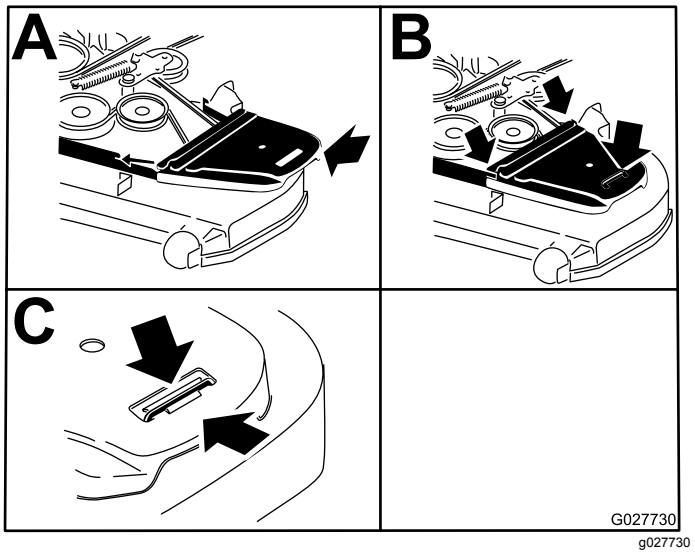

Figuur 96
13. Plaats de aandrijfriemkappen terug (Figuur 96).